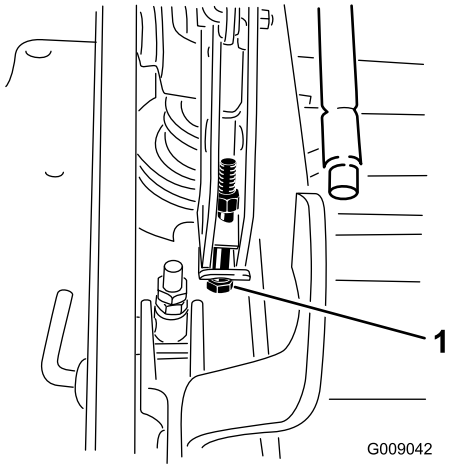

Figur 88
13. Om däcket är för lågt drar du åt enkelpunktjusteringsbulten genom att vrida den medurs. Om däcket är för högt lossar du på enkelpunktjusteringsbulten genom att vrida den moturs (Figur 88).